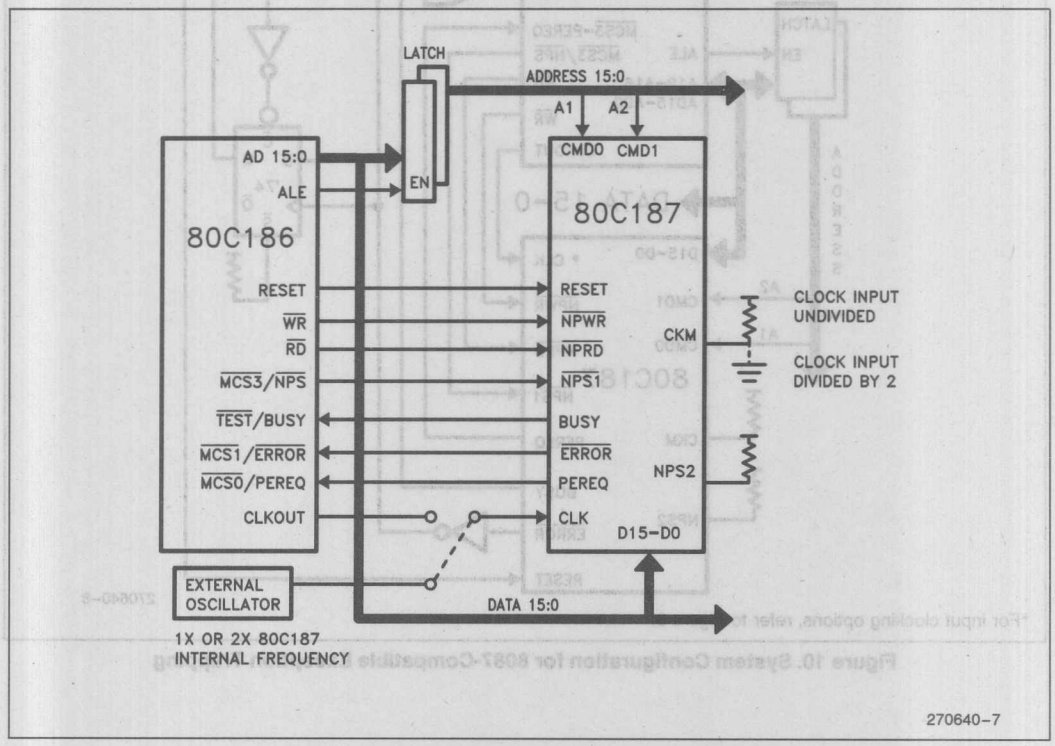

Figure 9. 80C186/80C187 System Configuration
The 80C187 can be connected to the 80C186 CPU as shown by Figure 9. (Refer to the 80C186 Data Sheet for an explanation of the 80C186's signals.) This interface has the following characteristics:
*For input clocking options, refer to Figure 9.